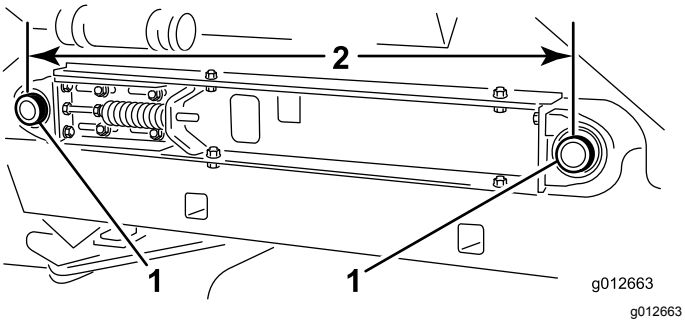

Figur 21
7. Mät avståndet mellan mittpunkterna för transportbandets rullaxlar på maskinens båda sidor för att säkerställa att måtten är desamma (Figur 21).